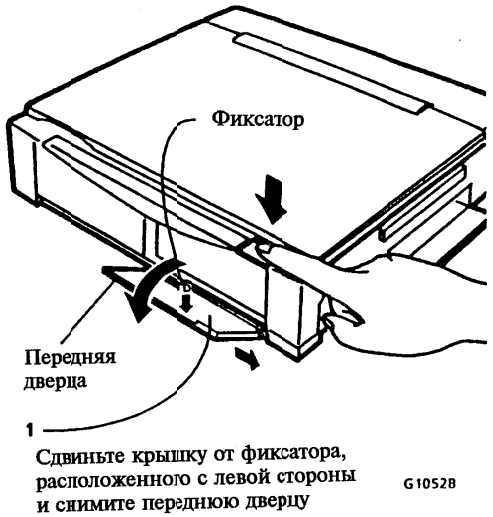

Рисунок 2. Снятие передней дверцы
1. (Рисунок 2) Снимите переднюю дверцу